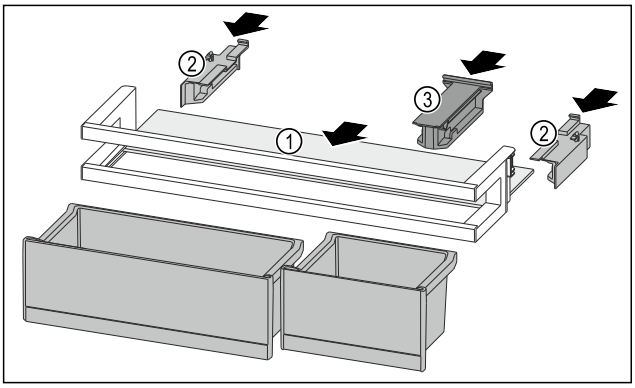

Fig. 195
▶ Împingeți în interior raftul *Fig. 195 (1)* în degajările laterale.
▶ Introduceți piesele laterale *Fig. 195 (2)*.
▶ Introduceți piesa de susținere *Fig. 195 (3)*.